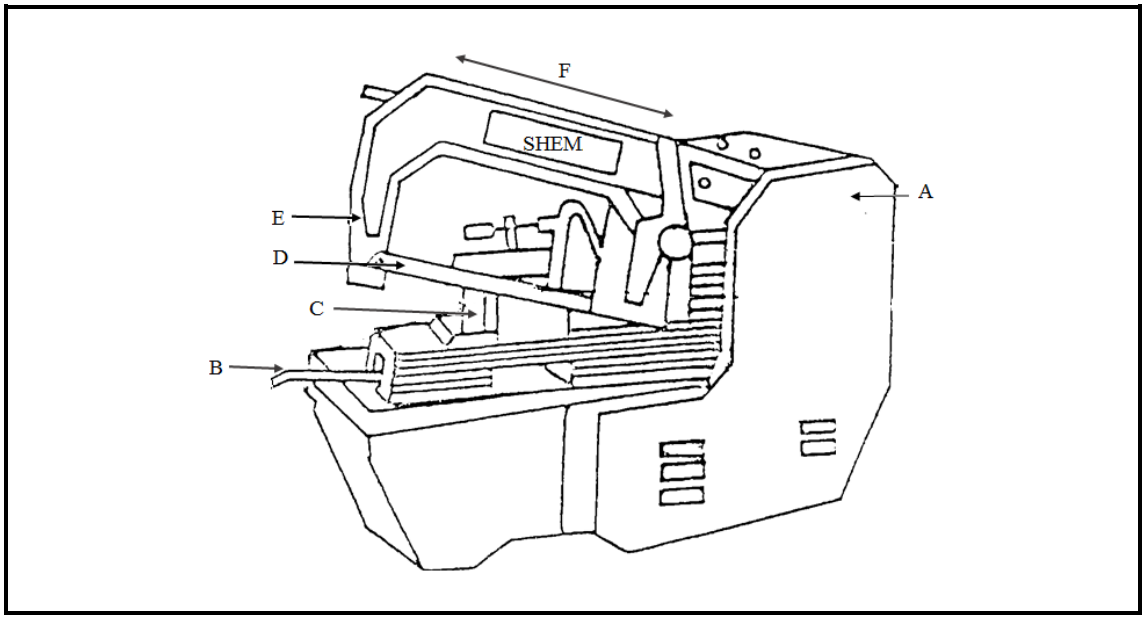

FIGURE 1
1.1 FIGURE 1 shows a reciprocating power saw.